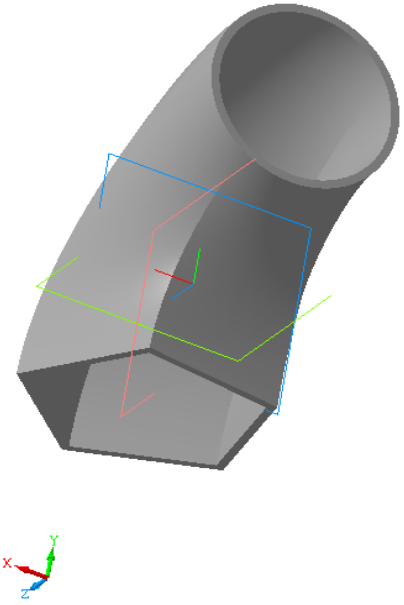

Рис. 5.15. Трехмерная модель, построенная по сечениям в двух взаимно перпендикулярных плоскостях.
2.13. Создайте объект (рис. 5.15).